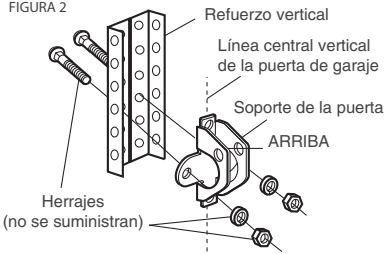

FIGURA 3
- Taladre orificios de sujeción de 3/16". Fije el soporte de la puerta usando los tornillos autorroscantes. (Figura 3)